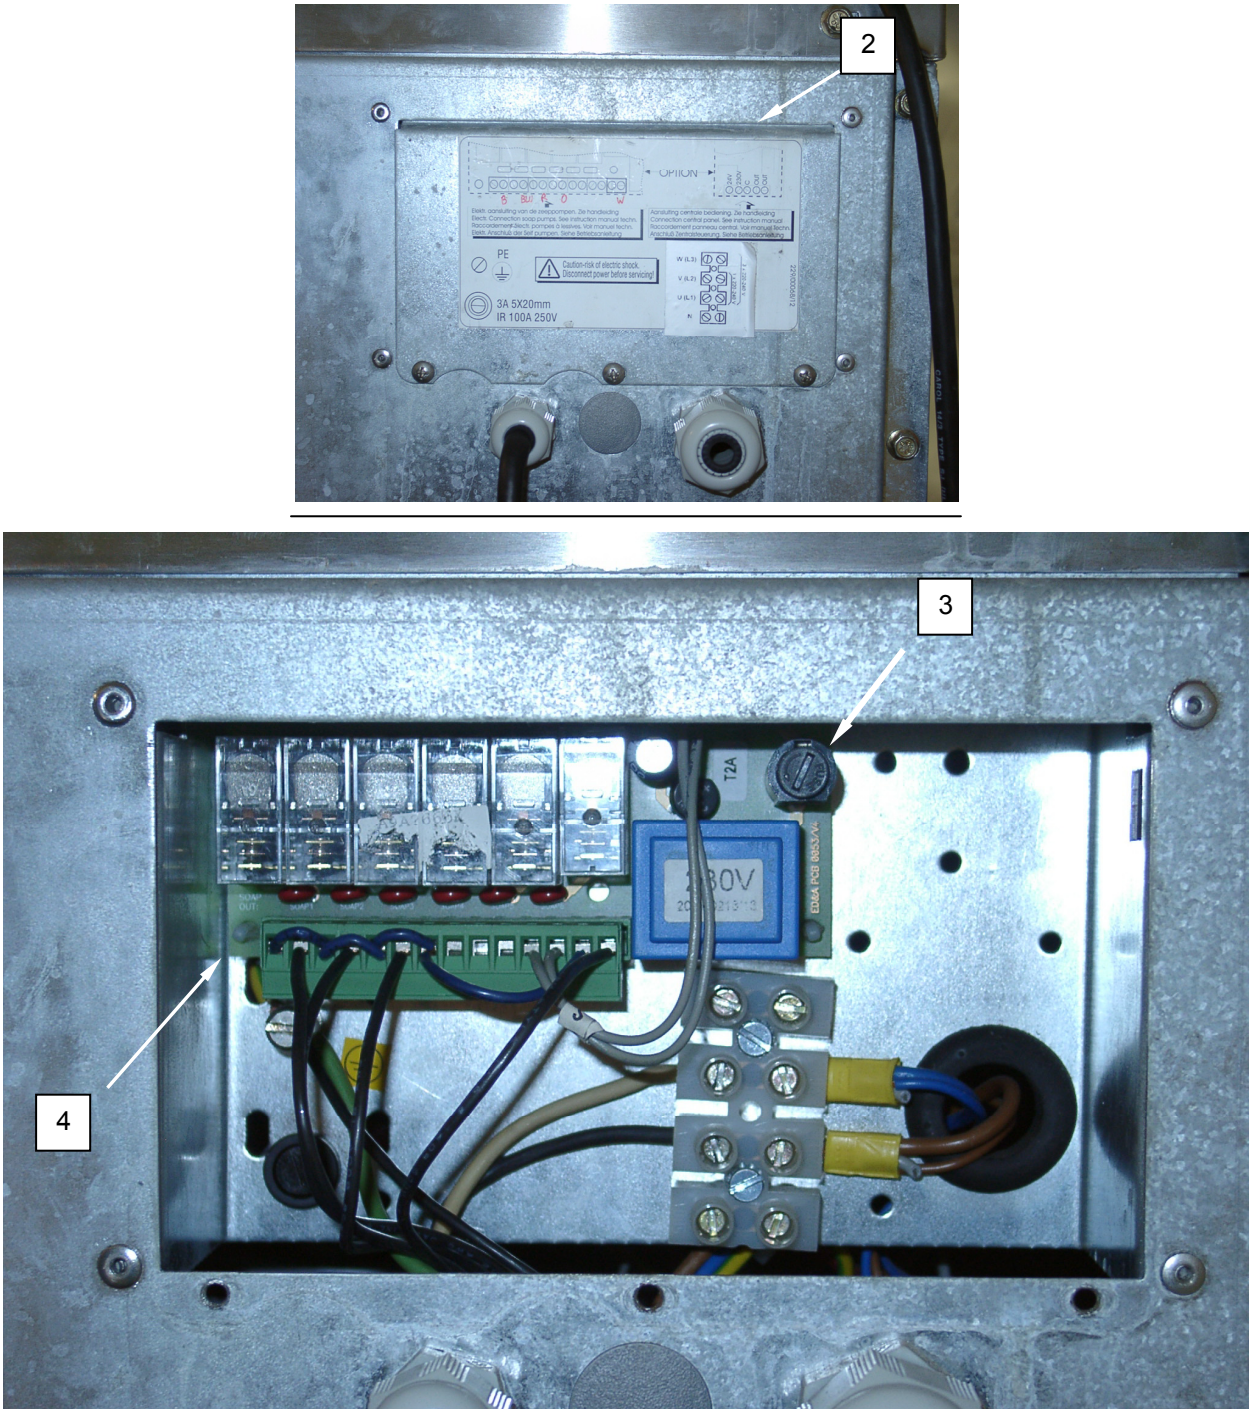

Figure 2. Test the Soap Dispenser Printed Circuit Board.
2. Remove screws and washers retaining the electrical connection plate **(Figure 2, Item 2)** and remove the electrical connection plate.
3. Use a flat-blade screwdriver to remove the fuse holder cap **(Figure 2, Item 3)** from the soap dispenser PC board **(Figure 2, Item 4)**, and remove the fuse from the cap.
5. Install the fuse into the fuse holder cap **(Figure 2, Item 3)** and install the fuse holder cap into the soap dispenser PC board **(Figure 2, Item 4)**.
6. Install electrical connection plate **(Figure 2, Item 2)** and retain with screws and washers.